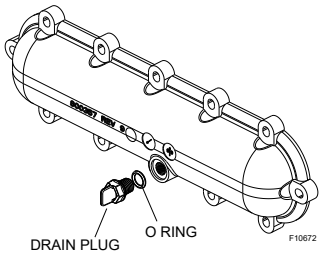
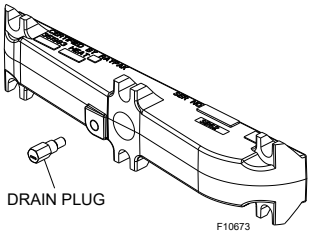

Figure 65. Return Header Drain Plug - Residential ("P" Prefix Model)
Figure 66. Return Header Drain Valve - Commercial ("B" Prefix Model)
2. Remove the ProTek Shield™ Assembly (if attached). Remove the heat exchanger inspection panel on the side opposite water piping to gain access to the drain plug on the return header. Open drain plug on return header. See **Figure 65** and **Figure 66.**